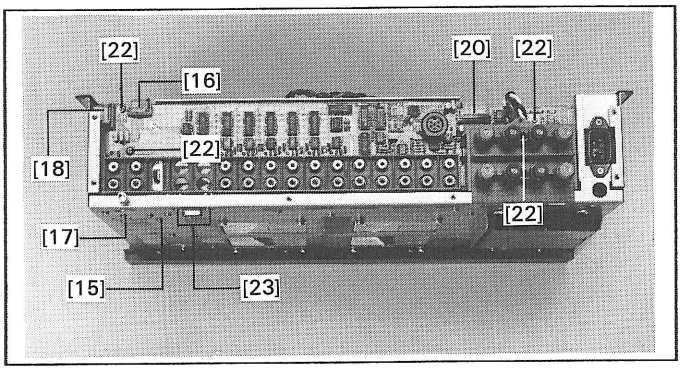

Fig.2.6
- Retirer 1 vis (17) sur la face inférieure (Fig.2.6).
- Détacher la connexion (18) vers la platine INTERCONNECTION UNIT.